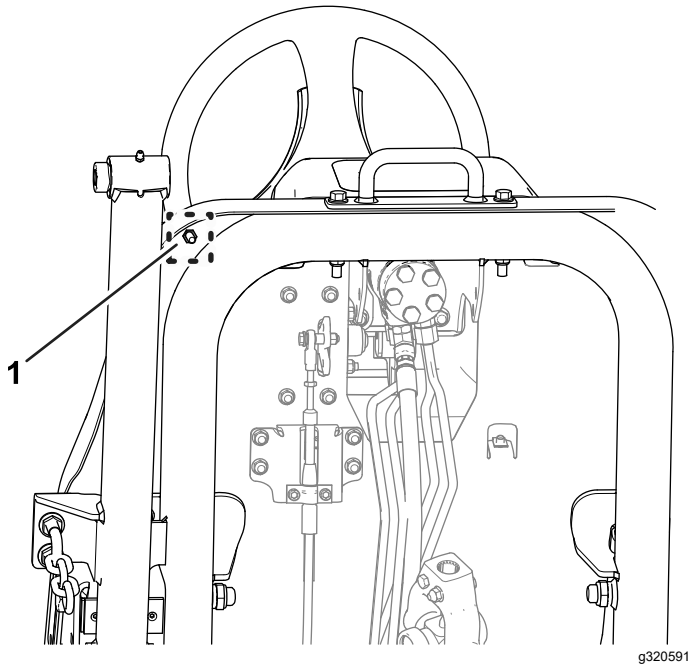

**Figura 82**
B. Allentate il controdado nella parte inferiore della piastra di appoggio del piede (Figura 82).
F. Mentre tenete fisso l'arresto del pedale di trazione, serrate il controdado nella parte inferiore della piastra di appoggio del piede (Figura 81 e Figura 82) a 37–45 N·m.